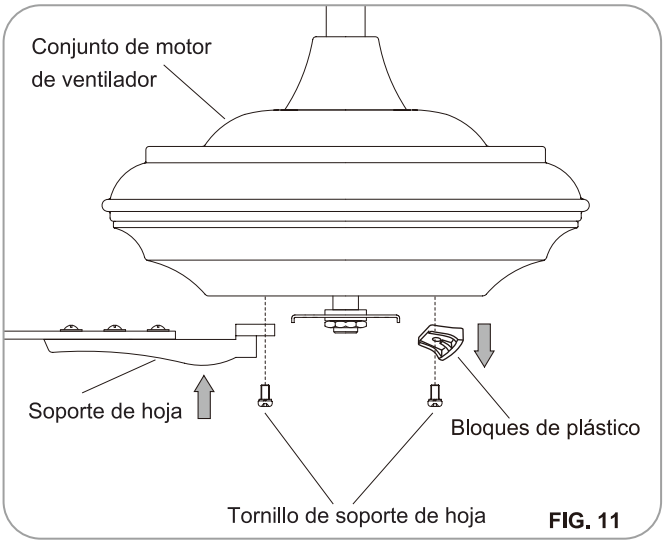

FIG. 11
Paso 3. Coloque el jego de ensamblaje de hoja al motor del ventilador apretando los dos tornillos previamente retirados de juego de ensamblaje del motor del ventilador. Repita el proceso con los otros dos juegos de ensamblaje de hoja. (Fig. 11)